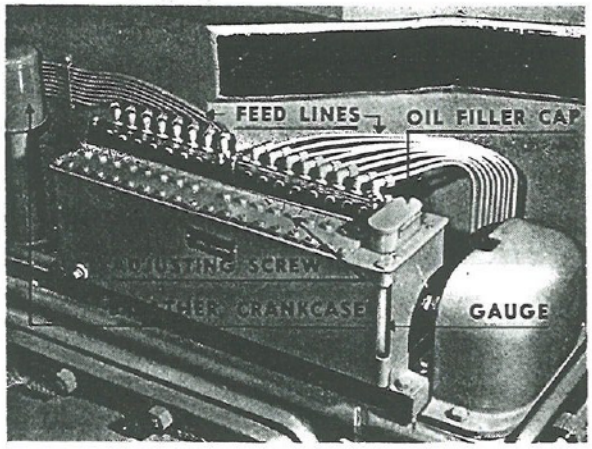

Fig. 18. Cylinder Oiler Mounted
a. The cylinder oiler is shown mounted on the engine in Fig. 18. Copper tubes carry oil to the cylinders. There are two tubes for each cylinder, and they enter the cylinder walls on opposite sides. Holes are drilled in the cylinder liners about halfway up their length, and fittings are secured in these holes to connect the tubing.
(4) Oil delivered by the cylinder oiler drops into the sump and is returned to the internal lubricating system of the engine. The reservoir in the oiler is filled independently and should be checked every eight hours. The sight glass on the corner of the oiler housing shown in Fig. 18 indicates the oil level at all times. The reservoir has a capacity of six quarts of oil which should be replenished through the filler cap on the top. Exercise care to only use clean oil of the same grade and weight as used in the engine. The amount of oil delivered by the oiler can be regulated from one drop every four or five strokes to a maximum of thirteen drops on each stroke. Turning the regulating screw to the left increases the amount of oil delivered, while turning to the right reduces the amount. Approximately twelve complete turns are required to adjust from minimum to maximum amounts. The amount of oil each pump in the oiler is delivering can be checked by watching the drops from each drip tube through the sight glass. Check this drip every watch or eight hours to see that each pump is delivering two drops of oil per stroke.